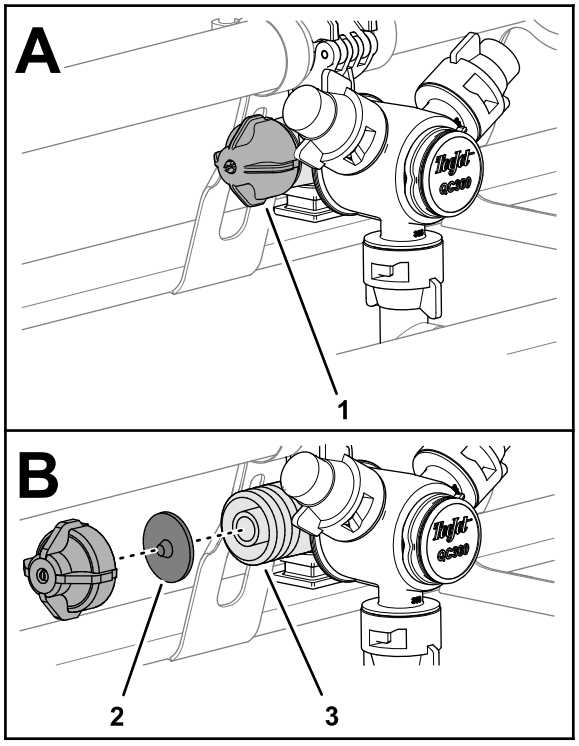

Figur 32
1. Roter membranlokket mot klokken og fjern lokket fra dysekroppen (Figur 32).
2. Fjern tilbakeslagsventilmembranen fra lokket eller dysekroppen (Figur 32).
3. Rengjør lokket, membranen og dysekroppen med rent vann (Figur 32).
4. Monter membranen inni lokket med knasten på membranen pekende mot lokket (Figur 32).
5. Monter lokket og membranen til dysekroppen og stram til for hånd (Figur 32).